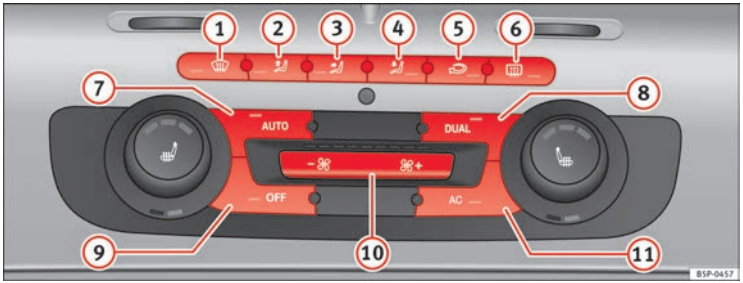

Fig. 132 On the dash panel: 2C Climatronic controls
– Turn the temperature control knobs ⇒ fig. 132 to adjust the temperature on the left hand side or the right hand side respectively.
– Press the AUTO ⇒ fig. 132 button. “AUTO High” is shown on the radio display (high fan speed).
– Press the AUTO button again ⇒ fig. 132. “AUTO Low” is shown on the radio display (low fan speed).